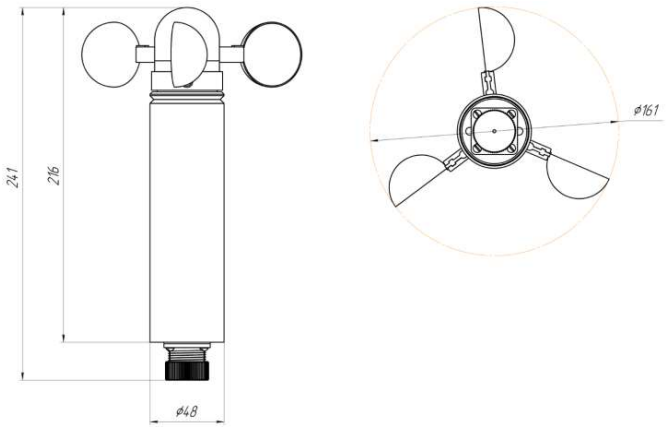

Рисунок 1. Габаритные и присоединительные размеры ДСВ-150
- габаритные и присоединительные размеры на технологическом объекте соответствуют размерам ДСВ-150 (см. рисунок 1);